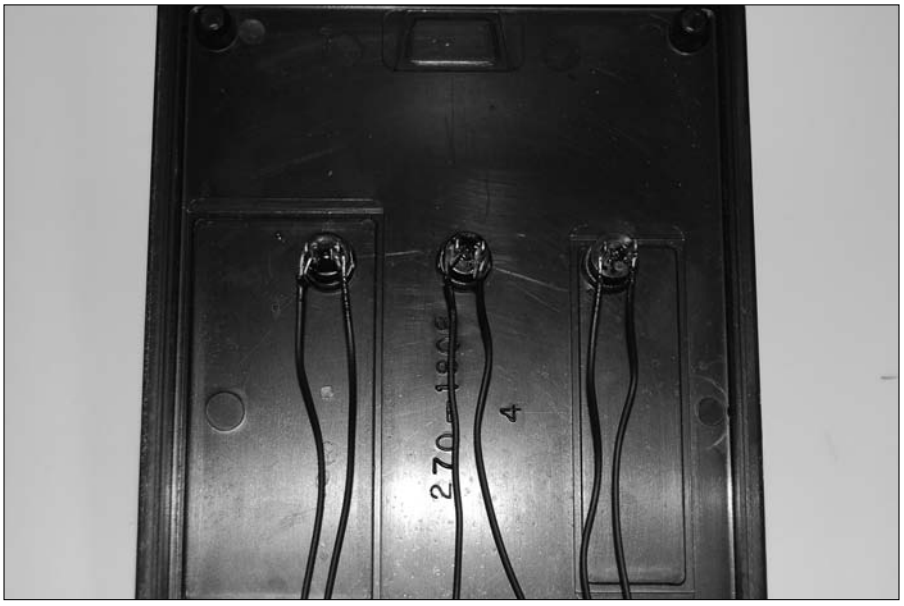

Figure 11-18: Attach wires to the switches.
12. **Connect 6" wires (any color is okay) to the switches and solder them, as shown in Figure 11-18.**